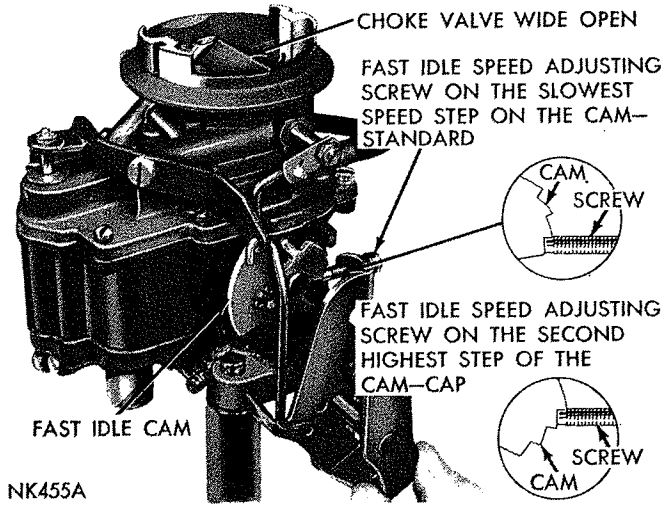

***Fig. 24—Fast Idle Speed Adjustment (on the Vehicle)***
(1) With engine running and transmission in the neutral position, open the throttle slightly.
(2) **On Standard carburetors,** close choke valve about 20 degrees, then allow throttle to close. Return choke valve to the open position. The fast idle speed adjusting screw should contact the slowest speed step on the fast idle cam (Fig. 24).
(3) **On CAP carburetors,** open the throttle until the fast idle screw can be positioned on the second highest step of the cam (Fig. 24). **The air cleaner must be installed while measuring the engine speed.**
(4) With the engine warmed up to the normal operating temperature, turn the fast idle speed adjusting screw in or out to secure 700 rpm (Standard carburetors) or 1450 rpm (CAP manual transmission) or 1600 rpm (CAP Automatic transmission).**